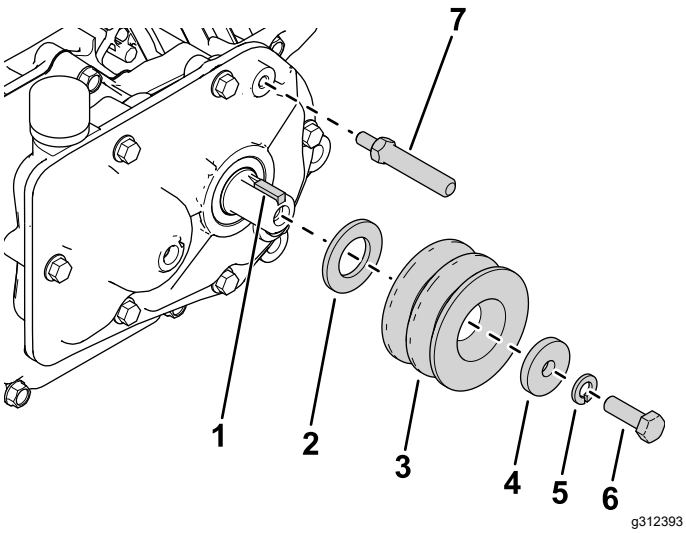

Figur 2
2. Monter firkanttasten på utgangsakselen (Figur 2).
3. Monter den nye skiven (M20), drivskiven, skiven (5/16 tomme), låseskiven og bolten (5/16 x 1 tomme), som vist i Figur 2.
4. Monter svingakselen for trekkraft til girkassen (Figur 2).